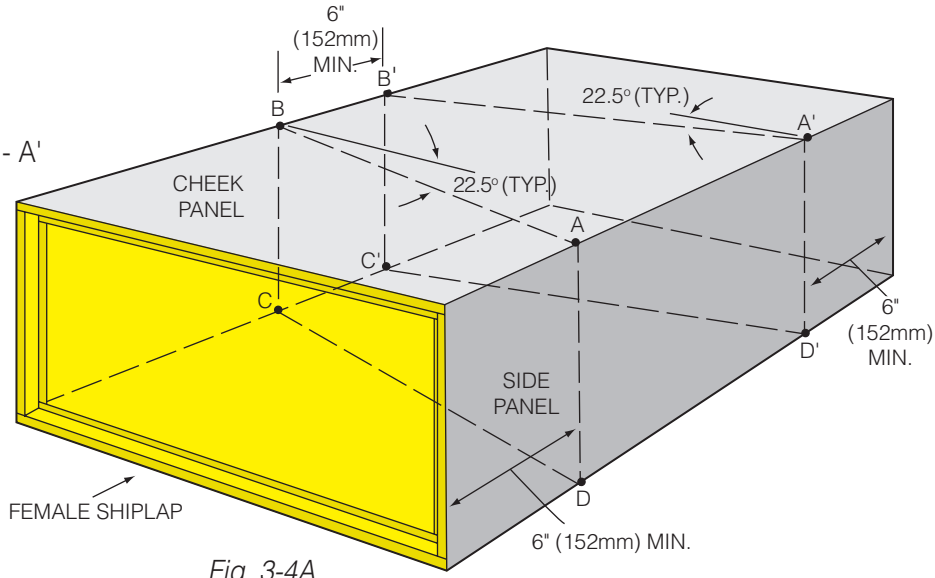

Fig. 3-4A
1. Make straight knife cuts along dashed lines A - B - C - D - A and A' - B' - C' - D' - A' (Fig. 3-4A). Maintain cheek panel angle when making side panel cuts.